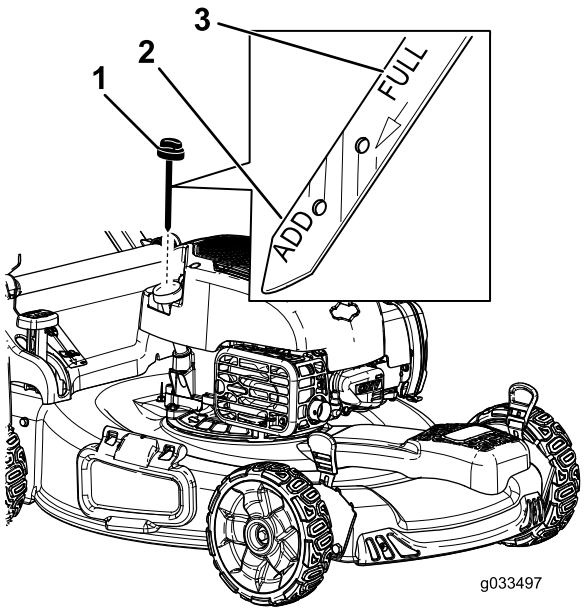

Figur 8
2. Tag målepinden ud (Figur 8), og hæld olie i påfyldningsrøret, indtil ca. 3/4 af krumtaphuset er fyldt.
5. Tag målepinden ud, og kontroller oliestanden på målepinden. Se Figur 8.